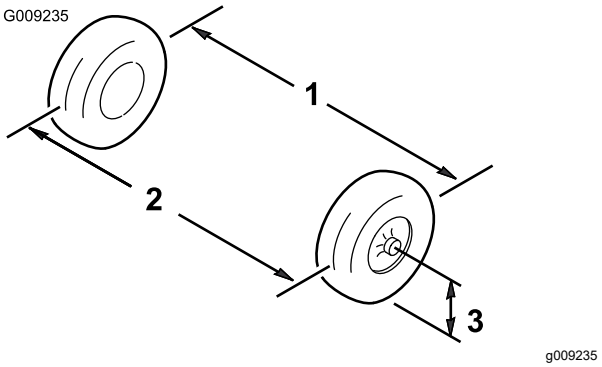

Figuur 57
1. Meet ter hoogte van de as de afstand tussen de voorwielen aan de voorkant en de achterkant van de wielen (Figuur 57).